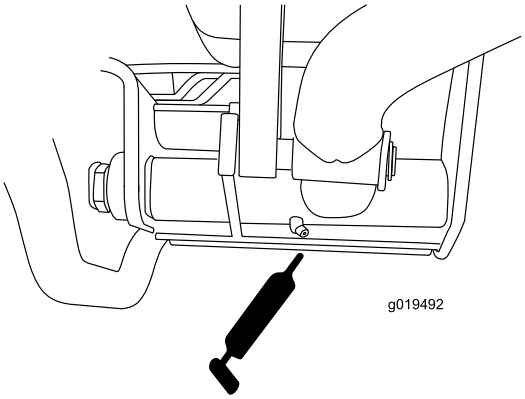

Bild 48
- Hintere Hubarm-Drehbüchsen (2) (Bild 48).